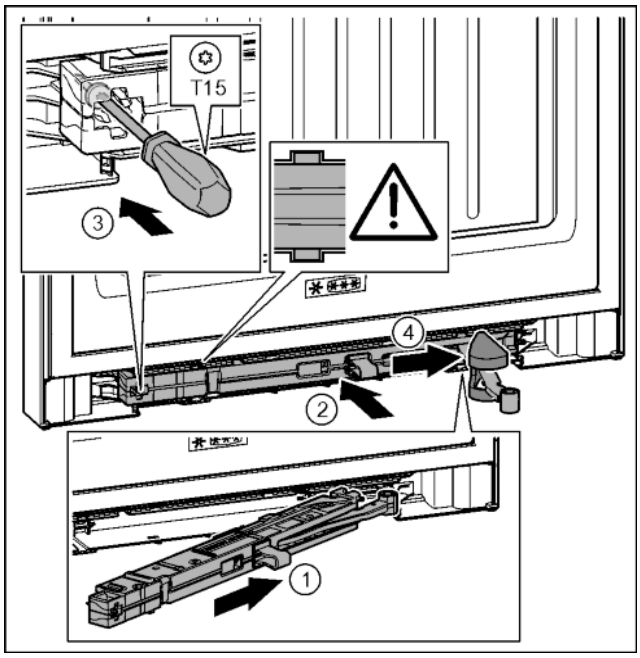

Fig. 37
▶ Jednotku tlumiče zavírání na straně stojanu ložiska zasuňte až na doraz šikmo do vybrání. *Fig. 37 (1)*
▶ Jednotku tlumiče zavírání zcela zasuňte do vybrání. *Fig. 37 (2)*
▶ Šroubovákem T15 pevně utáhněte šroub. *Fig. 37 (3)*
▶ Posuňte kryt přes kloub. *Fig. 37 (4)*